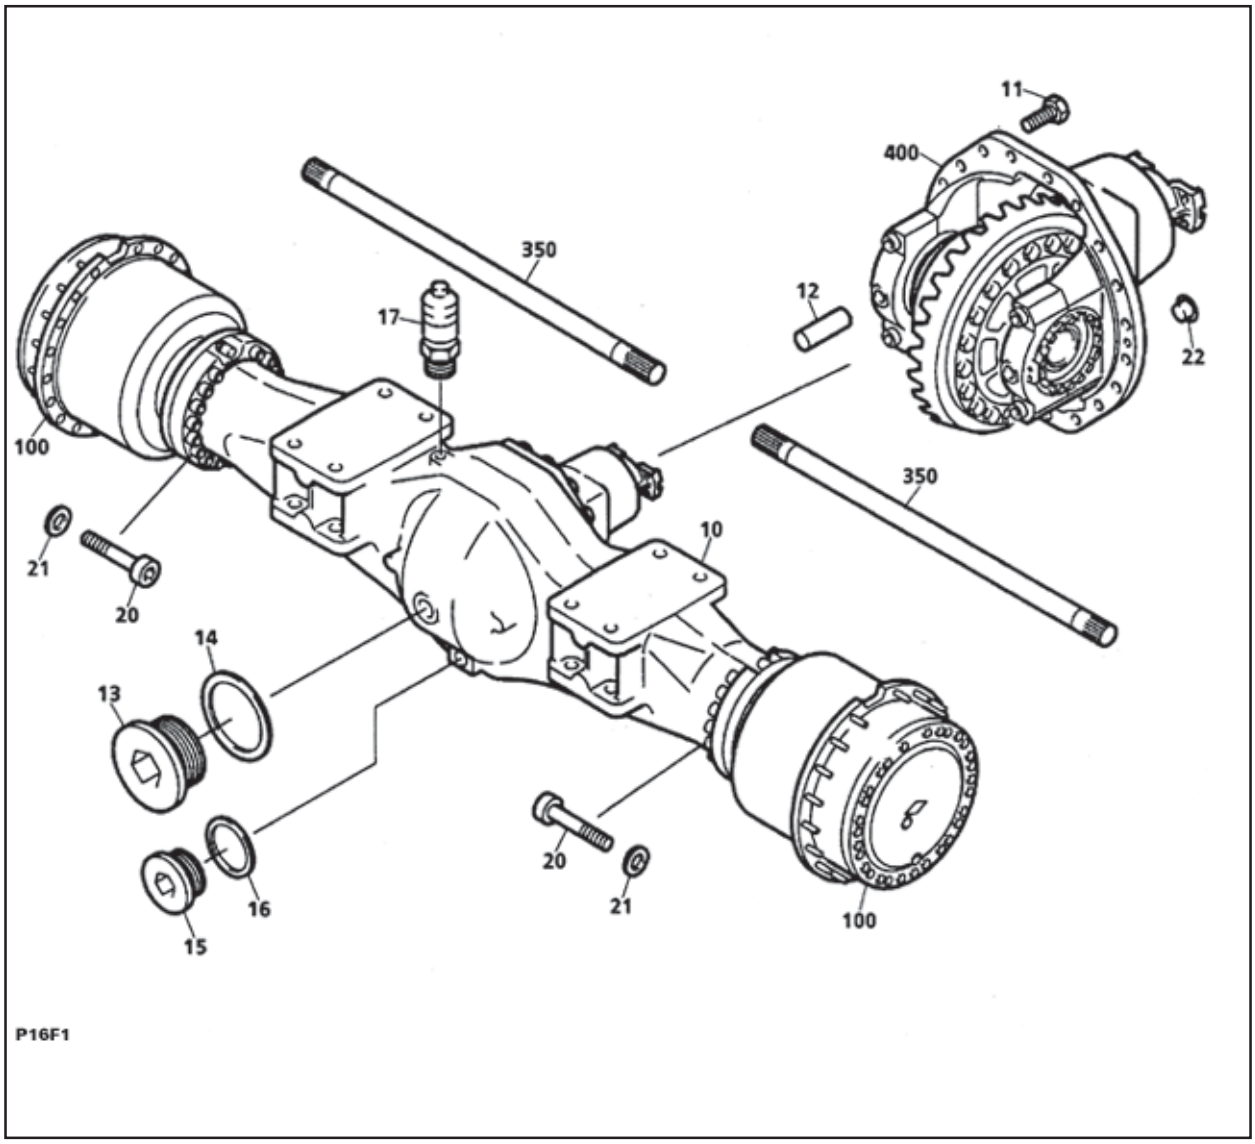

Fig. 1
- Antes da remoção do eixo, ambos semi-eixos (350, fig. 1) deverão estar removidos:
b)Caso contrário, remover primeiro o porta-planetárias (111, fig. 1, Capítulo 4.3), posteriormente remover o eixo do pinhão (351) e porta-discos (207). Retornar o eixo do pinhão dentro da bucha (352) e remover os semi-eixos.
- Remover os parafusos sextavados (11, fig. 1). Colocar um parafuso (11) em cada parte superior e inferior do flange da carcaça, soltar o eixo da ponte do eixo e levantar o mesmo.